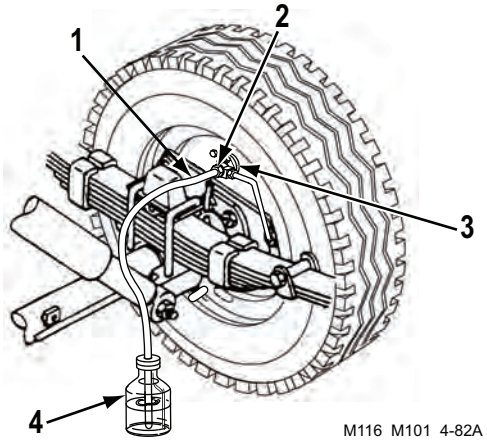

Figure 2. Bleeder Hose Installation.
4. Install one end of hose (Figure 2, Item 1) over bleeder valve (Figure 2, Item 2) at wheel cylinder (Figure 2, Item 3). Place free end of hose (Figure 2, Item 1) in clean, clear container (Figure 2, Item 4).
5. Fill clear container (Figure 2, Item 4) half full with brake fluid. Make sure free end of hose (Figure 2, Item 1) is below the level of brake fluid.
8. Open bleeder valve (Figure 2, Item 2) to release air from brake system. Air is being released if there are air bubbles in clear container (Figure 2, Item 4).
9. Close bleeder valve (Figure 2, Item 2). Remove hose (Figure 2, Item 1) from bleeder valve (Figure 2, Item 2).
10. Repeat Steps 6 through 9 until fluid in clear container (Figure 2, Item 4) is free of air bubbles.